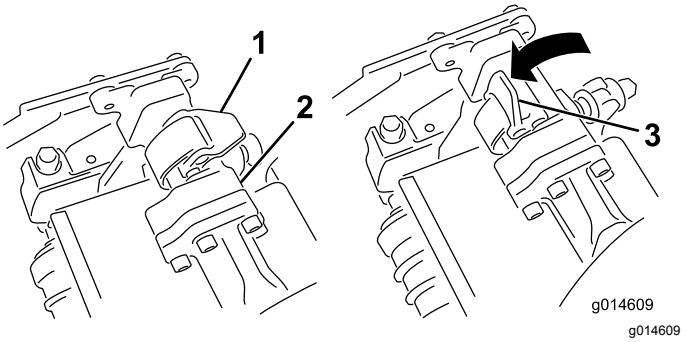
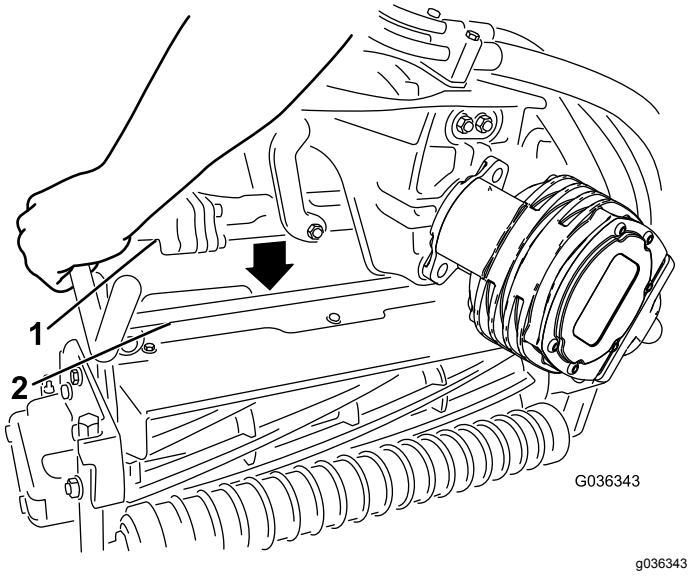

Figur 52
Figur 53
4. Låt spärrarna på upphängningsarmstången peka uppåt (dvs. de ska vara öppna) (Figur 52) och tryck upphängningsarmen nedåt så att stången passar över stången över ovansidan av klippenheten (Figur 53).
5. Fäll spärrarna nedåt och runt klippenhetsstången och lås dem på plats (Figur 52).
5. Öppna spärrarna på upphängningsarmstången på den klippenhet som du tar bort (Figur 52).